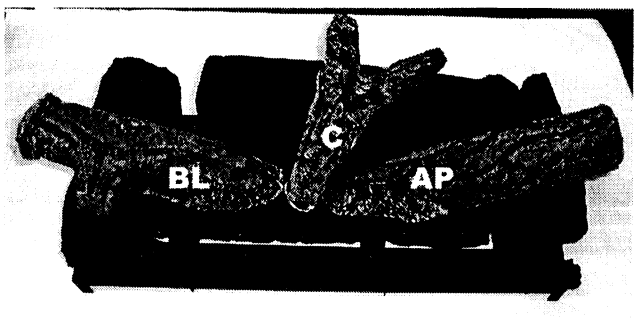

Figure 11
4. Align the hole in the bottom of the 'AP' log to the alignment knob protruding from the 'HB' log. Refer to figure 11.
5. Position remaining top logs 'BL' & 'C' onto the previously positioned logs as shown in Figure 11.